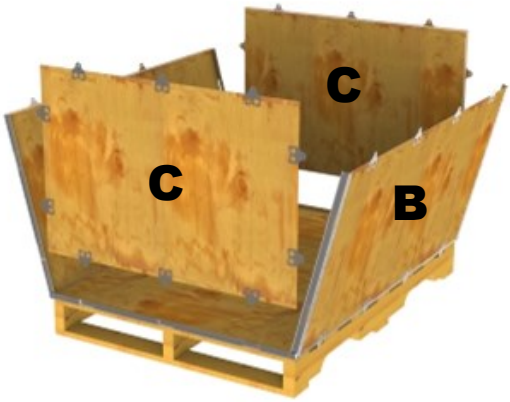

Figure 2
3. Pull top of **B** panels outward and insert **C** panels into the metal channel from the top. See Figure 2.